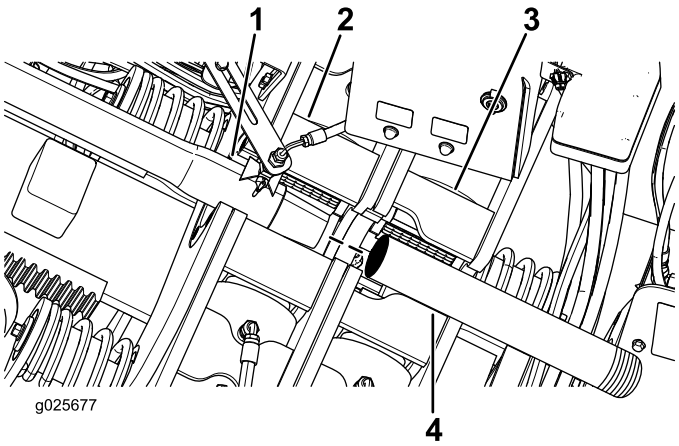

Figure 84
2. Insérez la barre avant dans la clé inférieure (fixe), comme montré à la Figure 84.